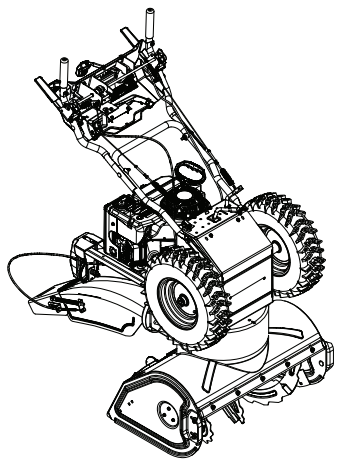

Figure 14
See Figure 14.
1. Place unit in service position. See Figure 14.